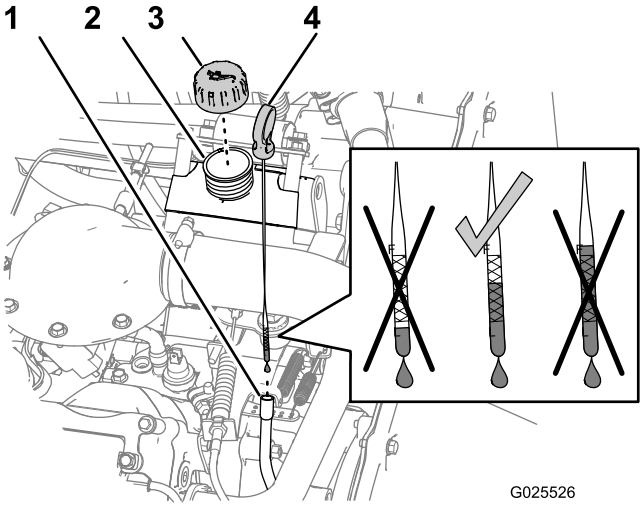

Figur 21
1. Fjern målepinden (Figur 21), og aftør den med en ren klud.
3. Fjern målepinden, og kontroller oliestanden (Figur 21).
4. Hvis oliestanden er lav, skal påfyldningsdækslet tages af (Figur 21) og tilstrækkeligt olie hældes på til at hæve niveauet til full-mærket på målepinden.
5. Monter påfyldningsdækslet på påfyldningsstudsen (Figur 21).
6. Monter og spænd målepinden godt fast i målepindsrøret (Figur 21).